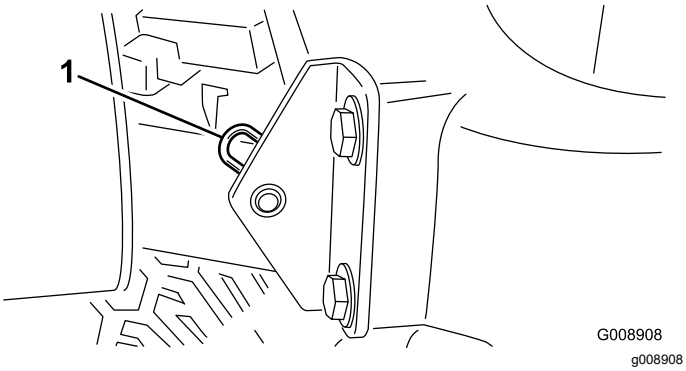

**Figur 39**
2. Ta bort hårnålssprinten som fäster motorhuvstappen till fästskivorna (Figur 39).